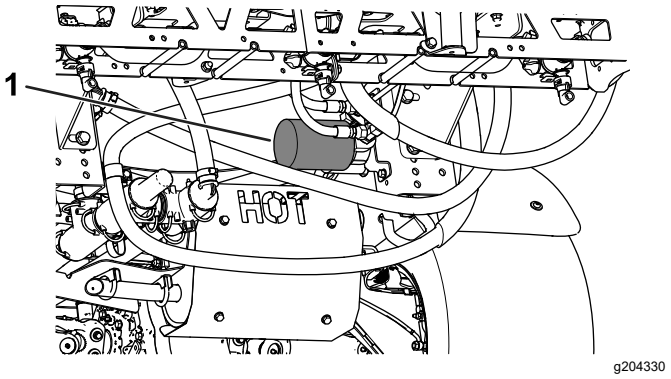

Figuur 57
4. Verwijder het filter (Figuur 57).